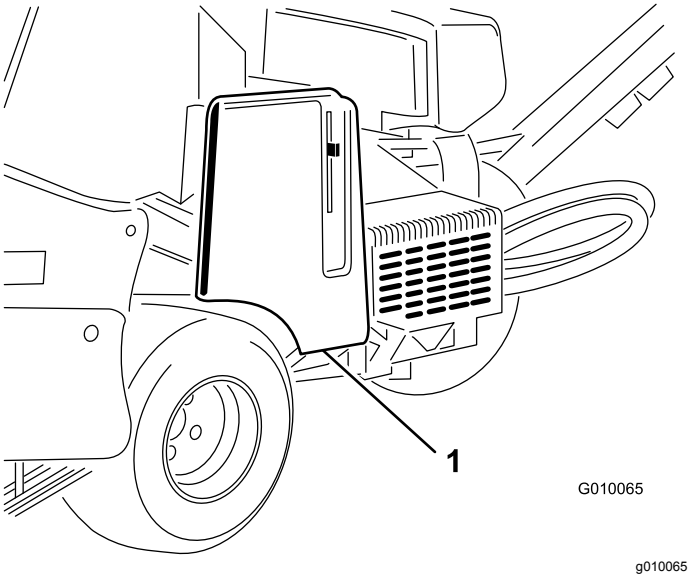

Figur 56
2. Lossa och ta bort remkåpan (Figur 56).